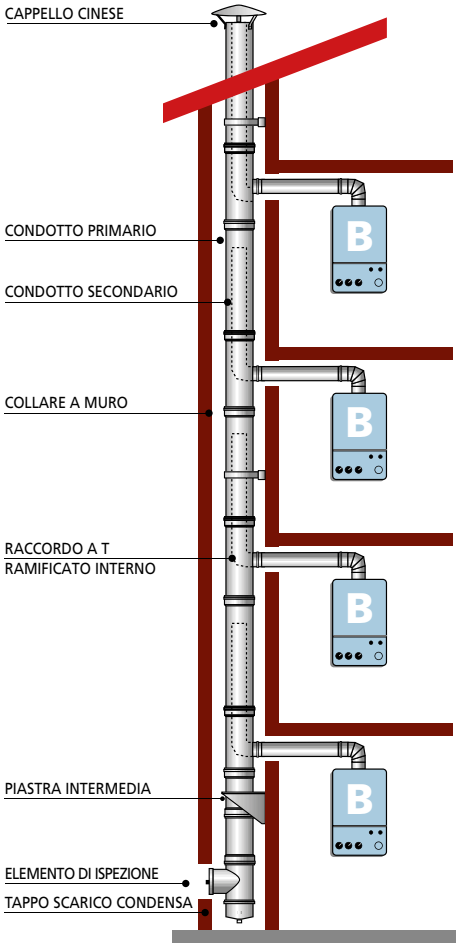

FIGURA 10B
7.1.2. SCHEMA DI MONTAGGIO PER CANNE FUMARIE COLLETTIVE ASSERVITE AD APPARECCHI DI TIPO B (figura 10A e figura 10B)
- Inserire il raccordo a T che permette di collegare il canale da fumo al camino: in funzione della tipologia dell'impianto prevista dal progettista, dovrà essere installato un raccordo a T 90° o inclinato a 45° (**figura 10A**) oppure di tipo coassiale (**figura 10B**).